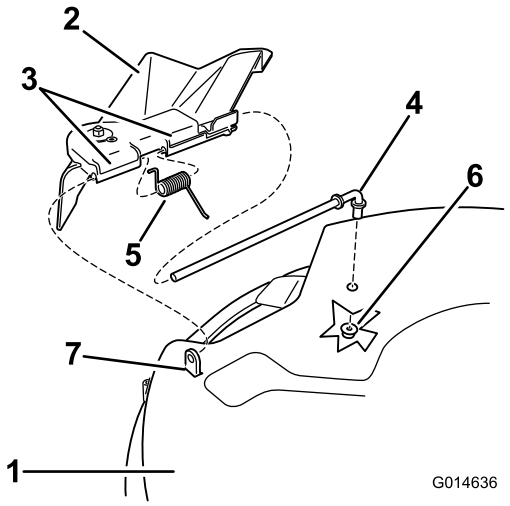
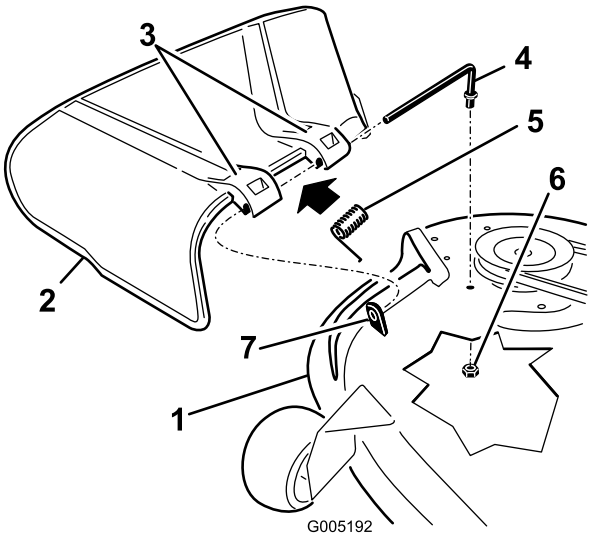

Figur 65
Figur 66
1. Fjern møtrikken (3/8 tomme) fra stangen under plæneklipperen (Figur 65 og Figur 66).
2. Skub stangen ud af det korte afstandsstykke, fjederen og græsdeflektoren (Figur 65 og Figur 66).
4. Udskift græsdeflektoren (Figur 65 og Figur 66).
7. Skub stangen gennem det andet græsdeflektorbeslag (Figur 65 og Figur 66).
9. Fastgør den bageste ende af stangen i plæneklipperen med en møtrik (3/8 tomme) som vist i Figur 65 og Figur 66.